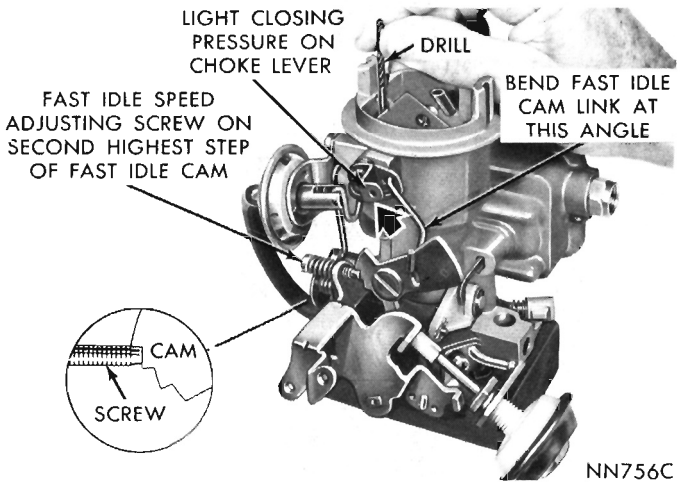

Fig. 10—Fast Idle Cam Position Adjustment
(1) With fast idle speed adjusting screw contacting second highest step on fast idle cam (Fig. 10), move choke valve toward closed position with light pressure on choke shaft lever.
(2) Insert specified drill between choke valve and wall of air horn. (See Specifications at rear of Fuel System Group.)
(3) If an adjustment is necessary, bend fast idle link at lower angle, using Tool T-109-213, until correct valve opening has been obtained. (Fig. 10).